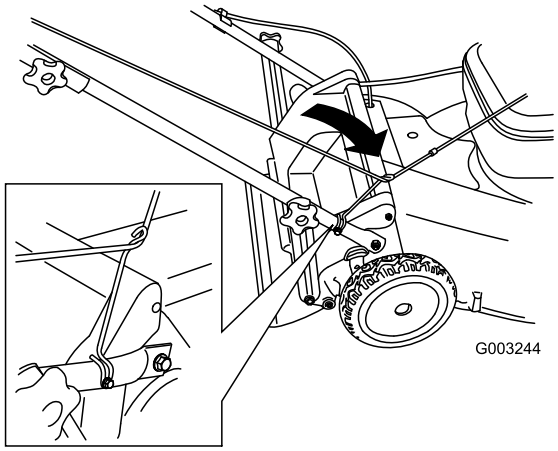

Figur 25
3. Før startsnoren rundt om det nedre snorestyr (Figur 25).